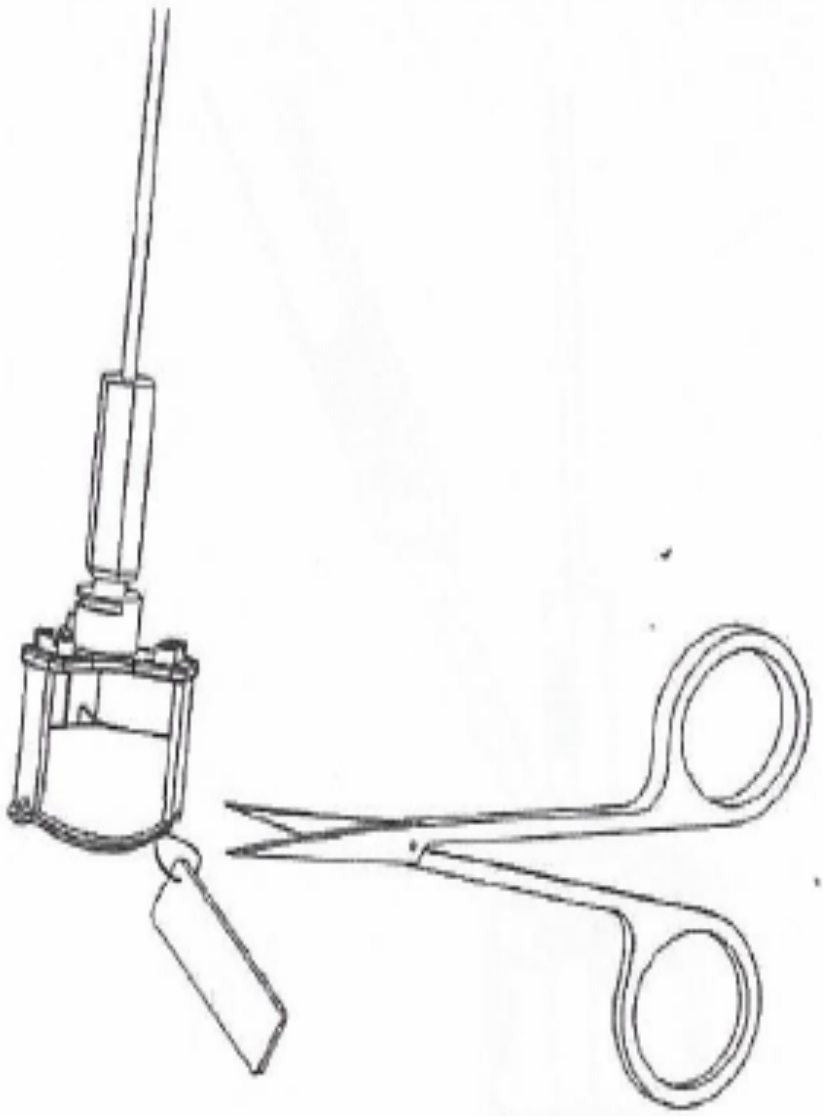

Figura 3
11. Separe la costura de la etiqueta de identificación de la válvula cortando la ligación de la costura con unas tijeras y quitando todo el material de costura de la etiqueta (Figura 3).